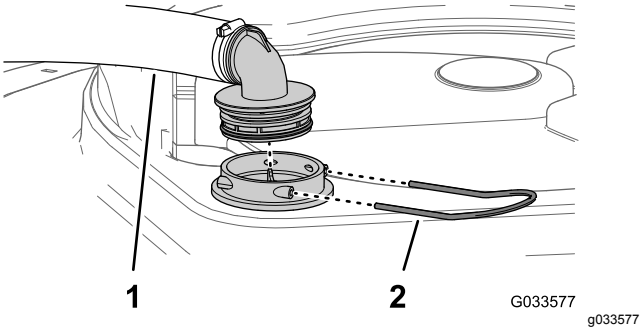

Figur 28
2. Fjern holderen, som sidder øverst på sprøjtetanken og som fastgør slangefittingen, der er monteret på den store slange fra filterhuset (Figur 28).
3. Fjern slangen og slangefittingen fra filterhuset (Figur 28).